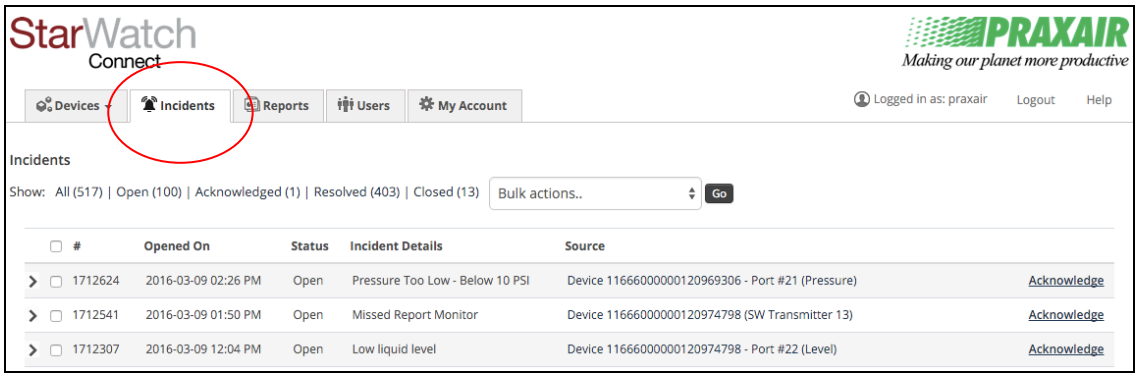

Figure 10: Incidents Screen Example
1. Select the Incidents tab, which displays a record log of all incidents (see Figure 10).